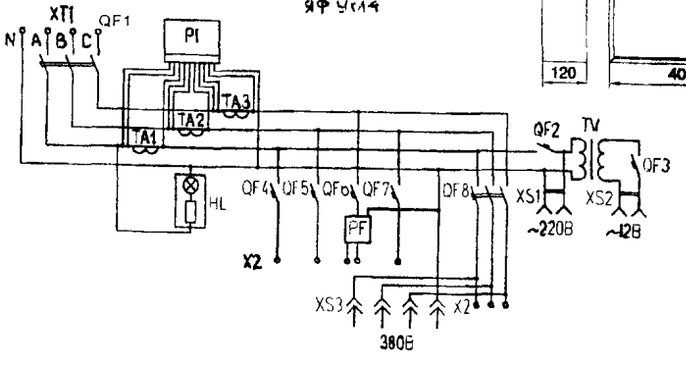

Рис.3
6. Ящик для фермерских хозяйств типа ЯФ УХЛ4 (Рис.3) изготавливаемый ОАО"МЭЛ",г.Москва по ТУ 400-28-I2I-80 предназначены: для према,распределения и ячета электроэнергии напряжением 380/220 В переменного тока частотой 50 Гц и для защиты линий от перегрузок и токов к.з. и применяются как учетно-распределительные устройства для энергоснабжения отдельно стоящих зданий и сооружений различного назначения.